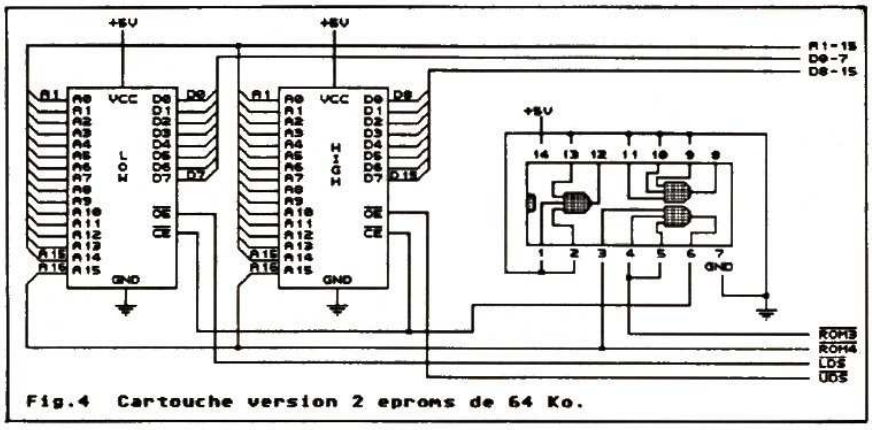

Fig.4 Cartouche version 2 eproms de 64 Ko.
Comme vous pouvez le voir sur la figure 4, le signal ROM3 est relié aux entrées 4 et 5 de la porte AND, alors qu'à l'entrée 3, arrive le signal ROM4. Quant à la sortie 6 de la porte, elle va aux broches CE des deux Eproms. Ainsi lorsque aucun des deux signaux ROM4 et ROM3 est activé (niveau haut), on a trois niveaux haut aux entrées de la porte, et sa sortie (6) est donc au niveau haut (revoir ST Mag 25 pour plus de précisions). Dès que l'une des entrées passe au niveau bas (activation du signal ROM4 ou ROM3), la sortie 6 passe au niveau bas et ainsi les 2 Eproms (low et high) sont sélectionnées.
Il y a sur la face soudure, 4 carrés qui devront recevoir des points de soudure comme montré sur la figure 4, mais je me dispenserai de faire un quelconque commentaire sur leur utilisation.